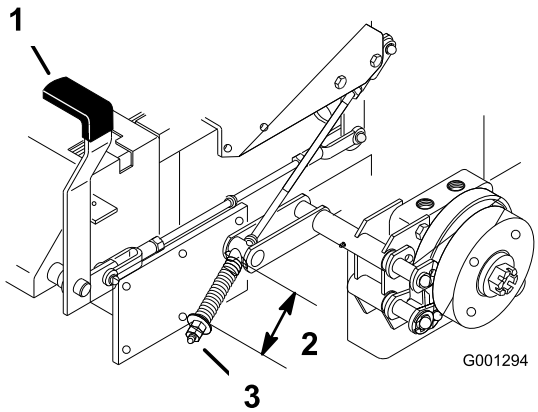

Figur 66
2. Mät fjäderns längd. Avståndet mellan brickorna ska vara 64 mm (Figur 66).
3. Frigör parkeringsbromsen om en justering krävs, och lossa sedan kontramuttern under fjädern och justera muttern direkt under fjädern (Figur 66). Vrid muttern tills korrekt mått uppnås. Vrid muttern medsols för att förkorta fjäderlängden och vrid motsols för att förlänga fjädern.